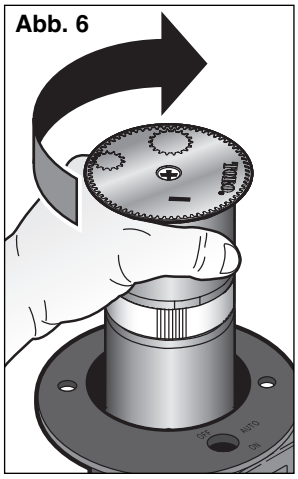

Abb. 6
Wenn der linke Anschlag über den Bewässerungsrand hinausgeht, den Drehkopf im Uhrzeigersinn bis zum rechten Anschlag drehen. Den Drehkopf weiter um dieselbe Strecke, die der linke Anschlag über den Bewässerungsrand hinausging, drehen. Siehe **Abb. 6**.
4. Den rechten Anschlagspunkt ausfindig machen, indem der Drehkopf sowie wie möglich im Uhrzeigersinn gedreht wird. Siehe **Abb. 6**.